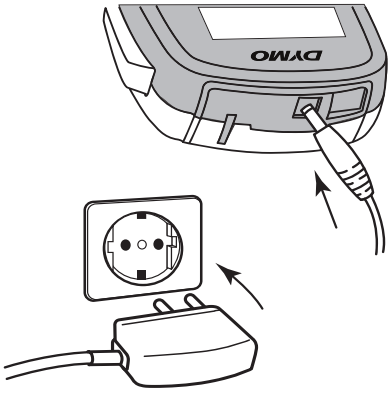

Afbeelding 3
2. Sluit het andere uiteinde van de oplaadadapter aan op een stopcontact. Zie Afbeelding 3.